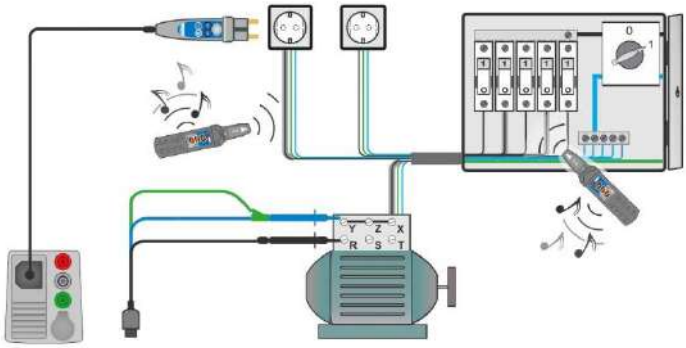
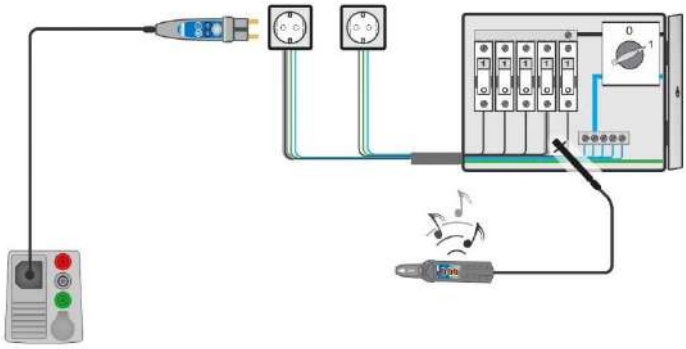

Figure 7.141: Tracing wires under walls and in cabinets
Figure 7.142: Locating individual fuses
- Connect 3-wire test lead or Plug commander to the tested object (see ***Figure 7.141*** and ***Figure 7.142***).